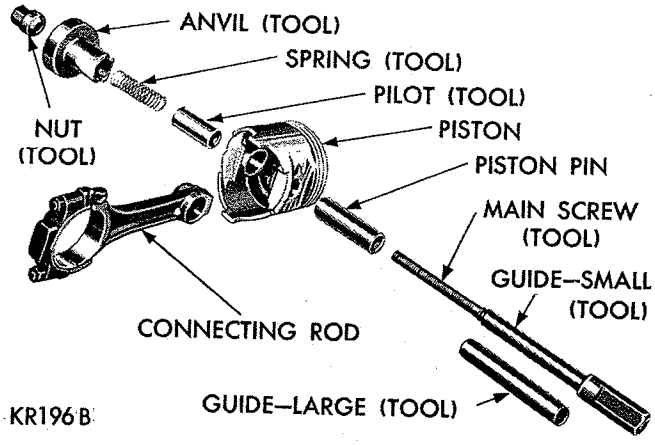
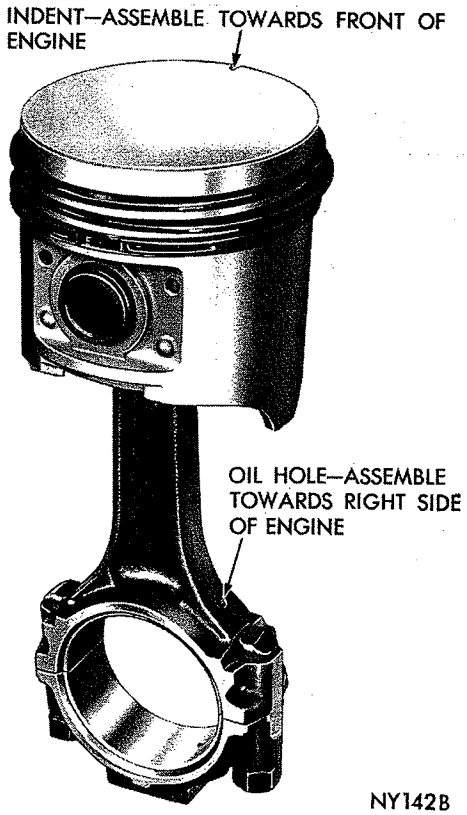

***Fig. 37—Tool Arrangement for Installing Piston Pin (Tool C-3724)***
***Fig. 38—Connecting Rod Oil Hole***
(2) Lubricate piston pin holes in piston and connecting rod.
(3) Arrange tool parts for installation of piston pin (Fig. 37).
(4) Install spring inside the pilot and install spring and pilot in the anvil.
(5) Install piston pin over main screw.
(6) Place piston, with "Notch Front" up, over the pilot so that pilot extends through piston pin holes.
(7) Position connecting rod over the pilot which extends through piston hole. **The oil hole in connecting rod must point toward the direction shown in Figure 38.**